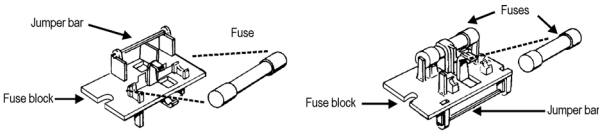

Figura 6. Orientación del bloque de fusibles para operación con 100/120 VCA y con 230/240 VCA.
El módulo de entrada de energía puede recibir dos arreglos de fusibles, tal como se ilustra en la Figura 6.
- Cambie o agregue los fusibles correctos según sea necesario, consultando la Figura 6. Consulte el panel posterior del instrumento para las capacidades correctas de corriente eléctrica de los fusibles.